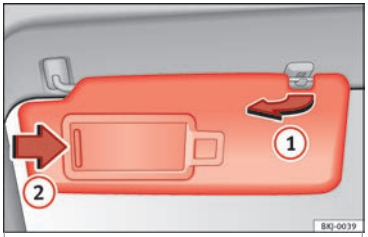

Rys. 151 Osłona przeciwsłoneczna po stronie kierowcy.
- Osłonę można wyjąć z uchwytu i obrócić w kierunku drzwi ››› **rys. 151** (1).